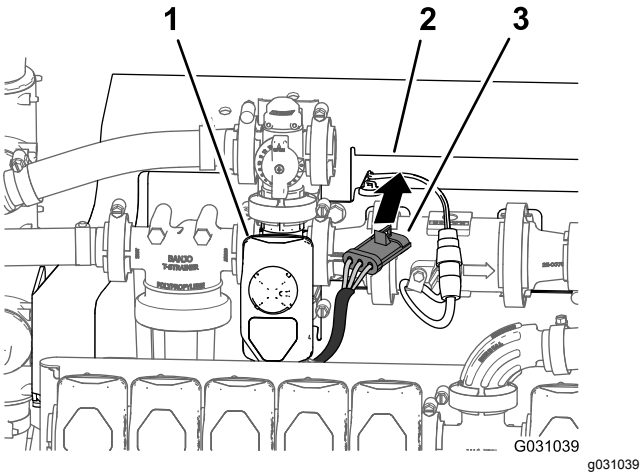

Figur 129
5. Dra kontakten med tre stift på kablaget för omrörningsventilen framför grenrörsfästet (Figur 129).